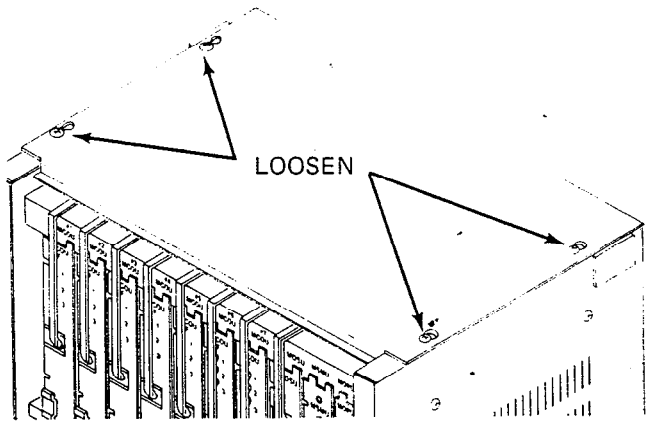

FIGURE 25—MKSU TOP COVER REMOVAL
a) Loosen the four screws securing the MKSU top cover (Figure 25).